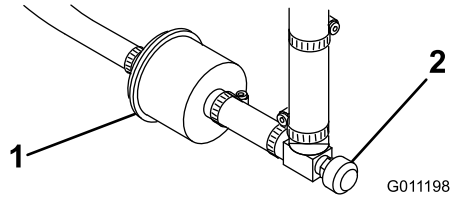

Figur 38
Et filter er bygget inn i drivstoffslangen mellom drivstofftanken og forgasseren (Figur 38). Skift filteret etter hver 800. driftstime, eller tidligere hvis drivstoffstrømmen forhindres. Pass på at pilen på filteret peker bort fra drivstofftanken.
1. Lukk bensinkranen, løsne slangeklemmen på forgassersiden av filteret og fjern bensinslangen fra filteret (Figur 38).
2. Plasser et tappefat under filteret, løsne den gjenværende slangeklemmen, og ta ut filteret (Figur 38).